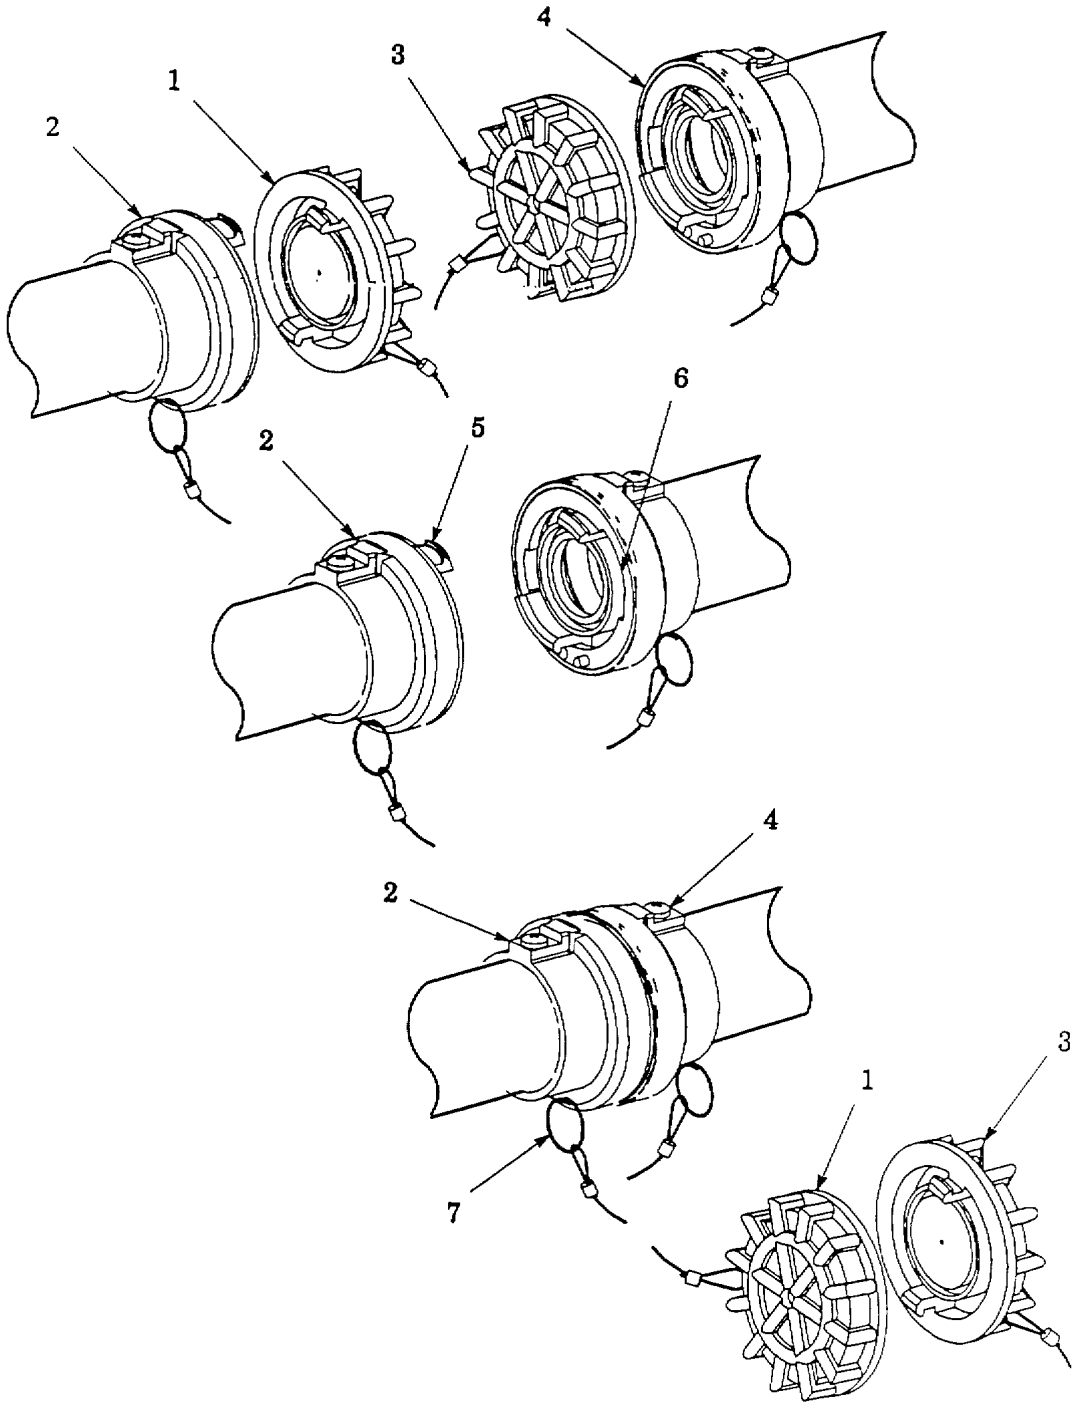

Figure 2-9. Non-valved Dry Break Coupling Assembly.
f. Non-Valved Dry Break Coupling Assembly. Refer to figure 2-9.